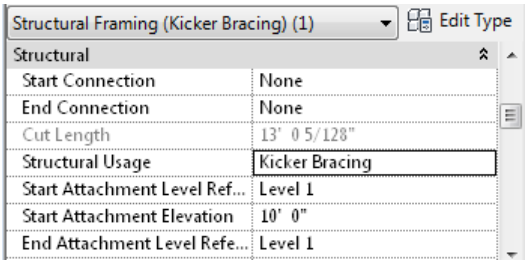

Figure 2-14** The Partial view of the **Properties** palette displaying the **Structural Usage** parameter set to **Kicker Bracing
*A normal bracing can be converted into a kicker bracing, if the **Structural Usage** instance parameter in the **Properties** palette of the bracing is set to **Kicker Bracing**, refer to Figure 2-14.*